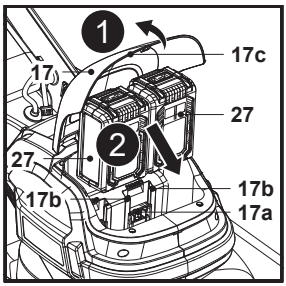

Fig. 7
1. Levante la tapa magnética (17c) y abra la tapa del compartimento de la batería (17) (Fig. 7, paso 1).
2. Alinee la batería (27) con las dos ranuras deslizantes (17b) y deslice la batería (27) para acoplarla (Fig. 7, paso 2).
3. Asegúrese de que los contactos eléctricos (17a) estén completamente insertados en la batería (27) y de que encajen en su sitio con un clic.
4. La batería (27) solo se puede instalar en una dirección.
5. Repita los pasos anteriores para montar otra batería (27).
6. Cierre la tapa del compartimento de la batería (17) con cuidado.